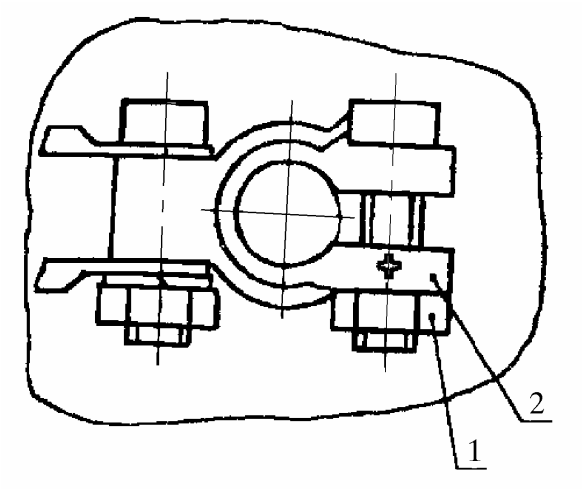

Рис. 6. Отсоединение провода от клеммы “+” АКБ:
4.4.3. Ослабить гайку 1 (рис. 6), снять наконечник 2 провода с клеммы “+” АКБ